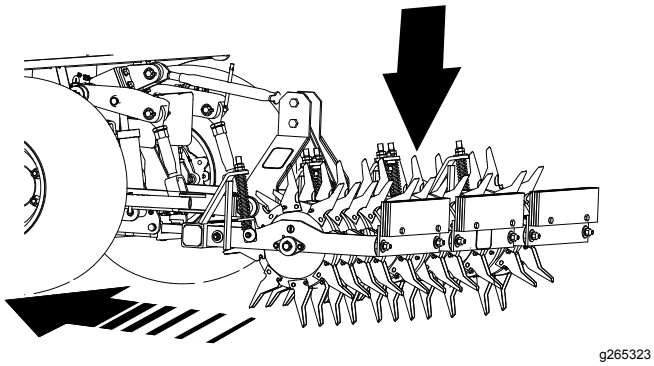

Figuur 23
2. Laat de beluchter langzaam zakken met behulp van het 3-puntsmechanisme of de hydraulische afstandsbediening van de tractie-eenheid; tegelijkertijd rijdt de tractie-eenheid langzaam vooruit (Figuur 23).